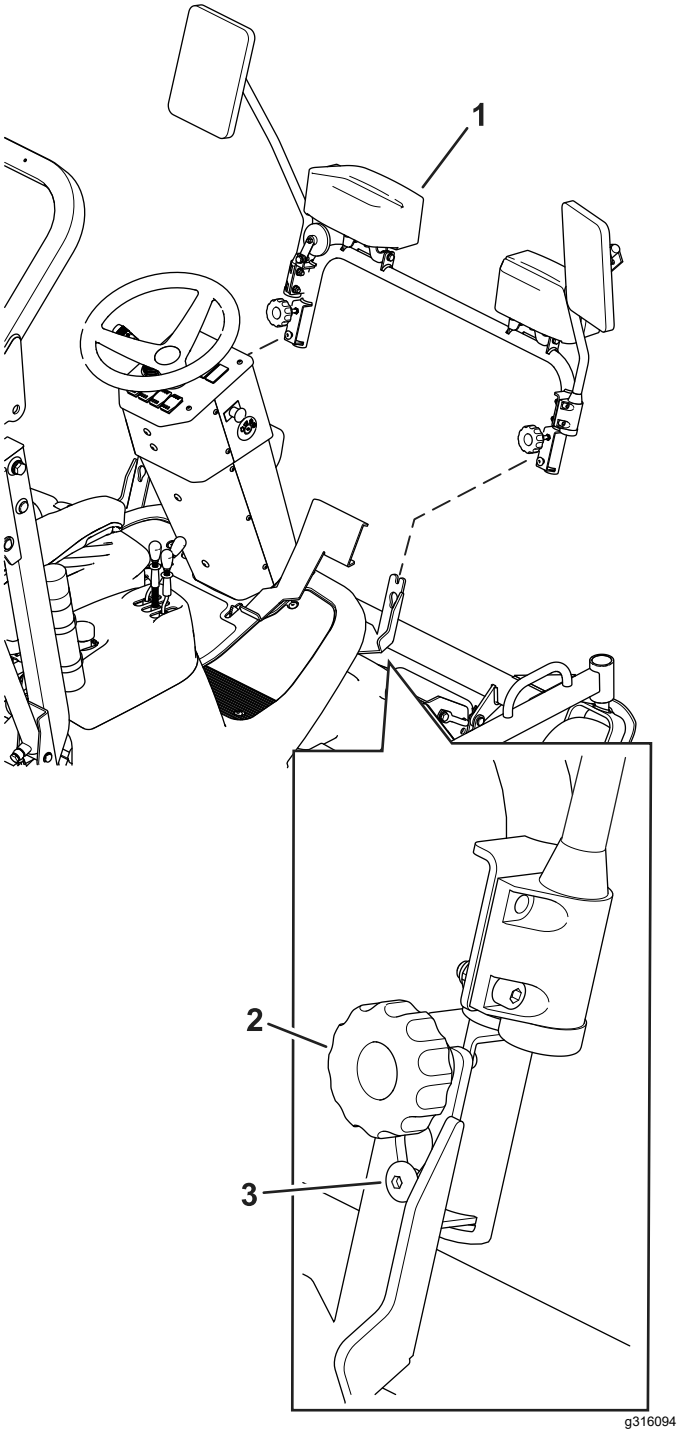

Figura 8
1. Instale las luces delanteras en los soportes de la máquina usando las ranuras de los soportes (Figura 8).
2. Apriete los pomos (Figura 8).